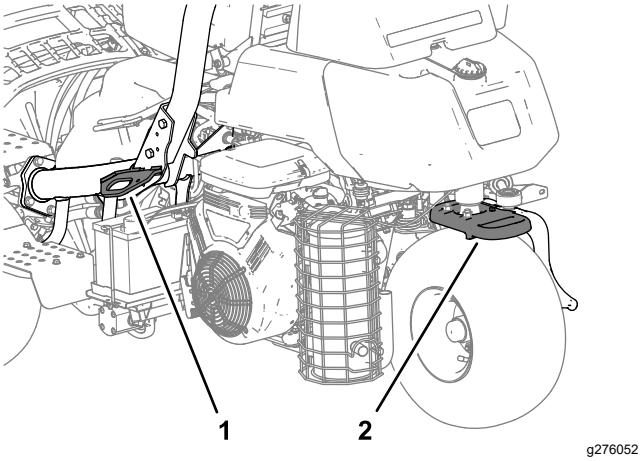

Figuur 23
- Zet de machine goed vast met spanbanden, kettingen, kabels of touwen. Zowel de voorste als de achterste spanband moet naar beneden en naar de buitenkant van de machine lopen (Figuur 23).